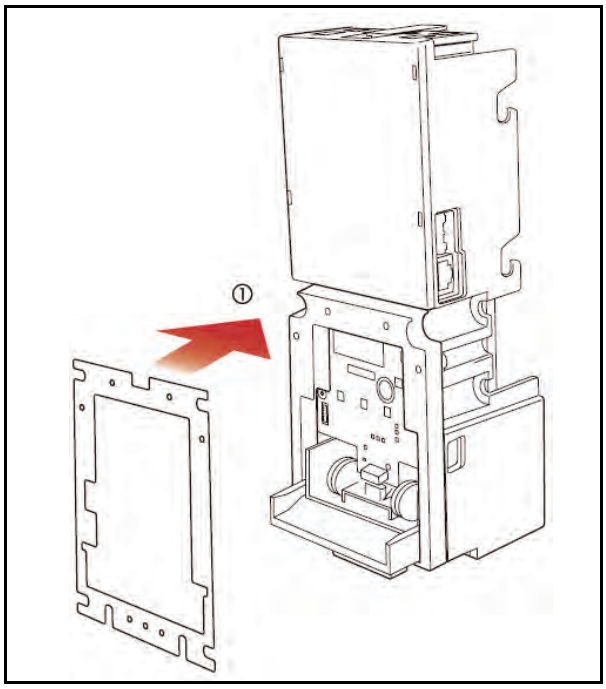

Figure 2-8 Front Panel Bracket Placement
3. Place the Front Panel Bracket onto the Window Spacer as illustrated in Figure 2-8 ①.